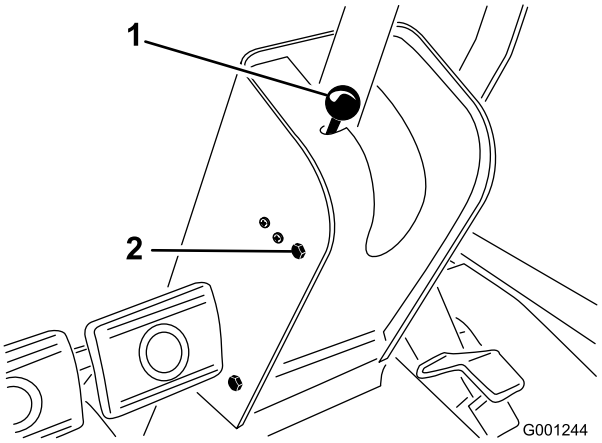

Figur 68
1. Ta knotten av parkeringsbremsen, og ta av skruene fra rattstammedekselet (Figur 68).